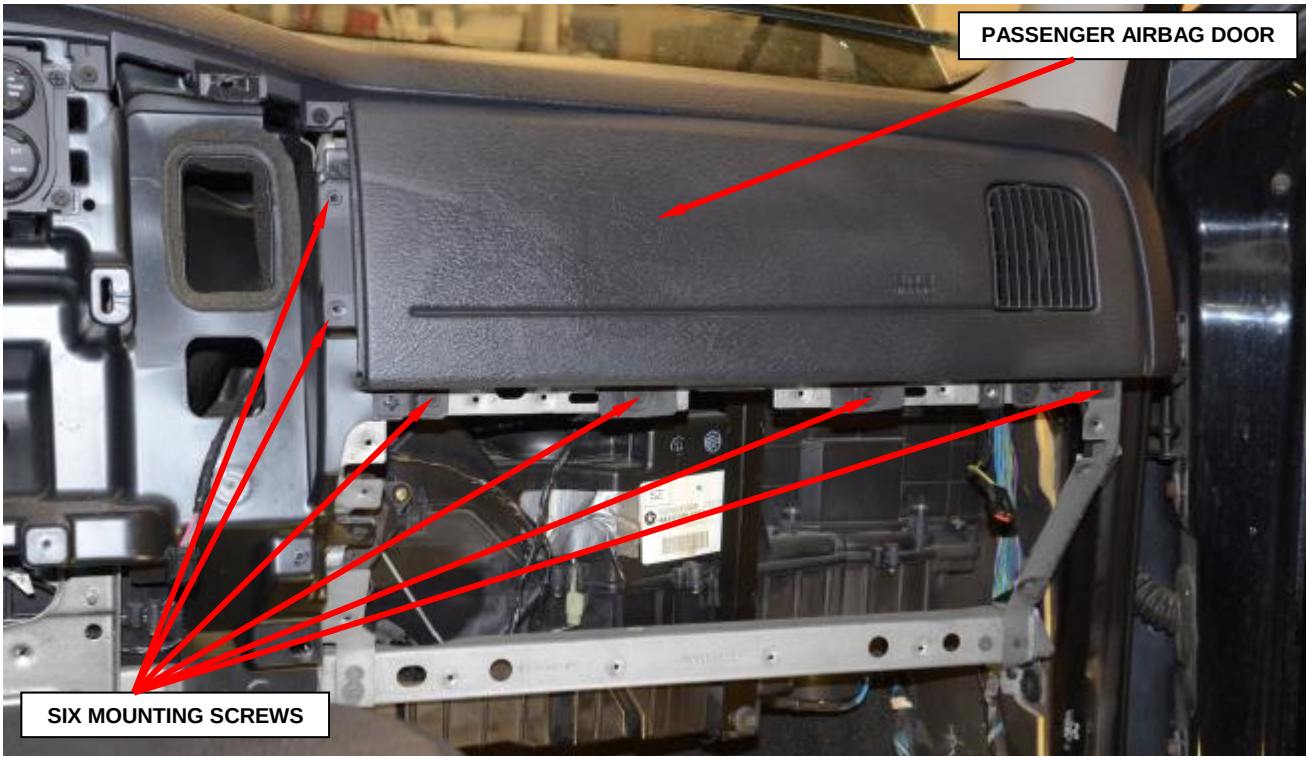

**Figure 14 – Passenger Airbag Door Mounting Screws**
12. Remove and save the six mounting screws that secure the inboard and lower flanges of the passenger airbag door to the instrument panel (Figure 14).